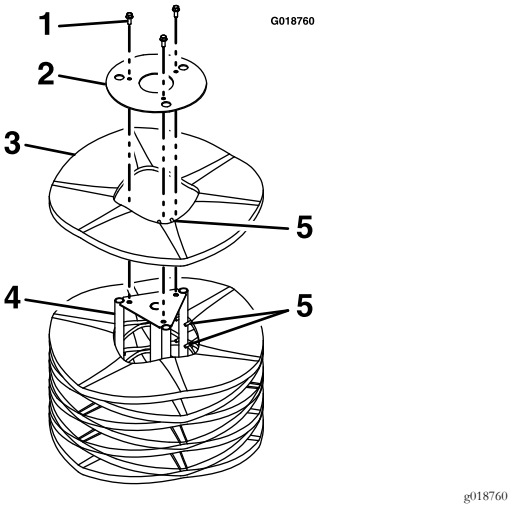

Figure 35
5. Dressez le balai sur son extrémité de sorte que la plaque de retenue soit orientée vers le haut (Figure 35).
6. Déposez et conservez les fixations de la plaque de retenue d'extrémité (Figure 35).
8. Posez un ou des segments neufs en décalant les doigts d'alignement des anneaux en métal, comme montré à la Figure 35.